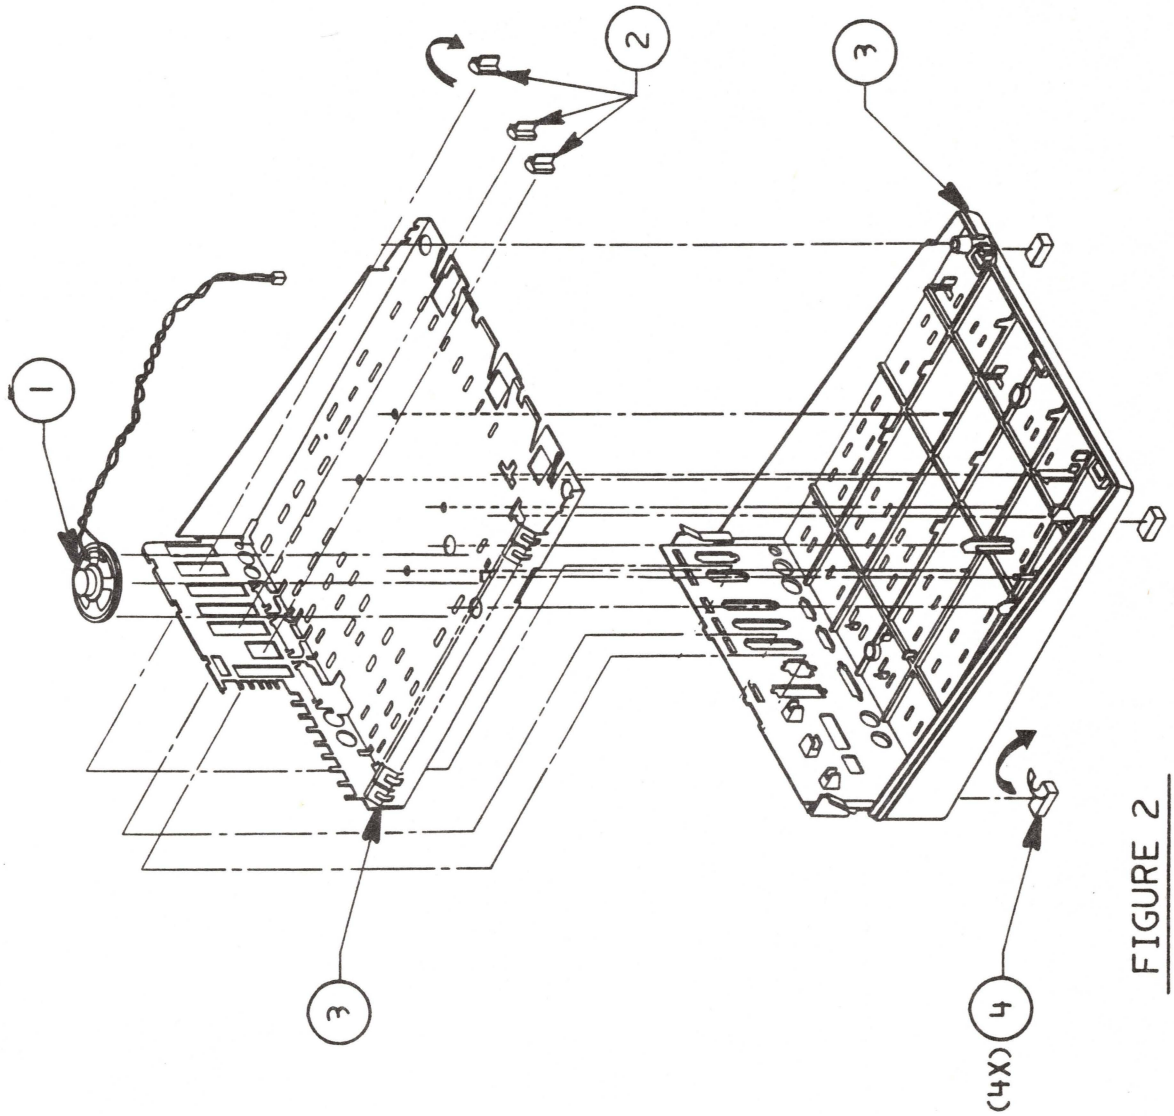

FIGURE 2
6.5 Base Assembly (Figure 2)
❑ APPLE IIGS – BASE ASSEMBLY (Figure 2)